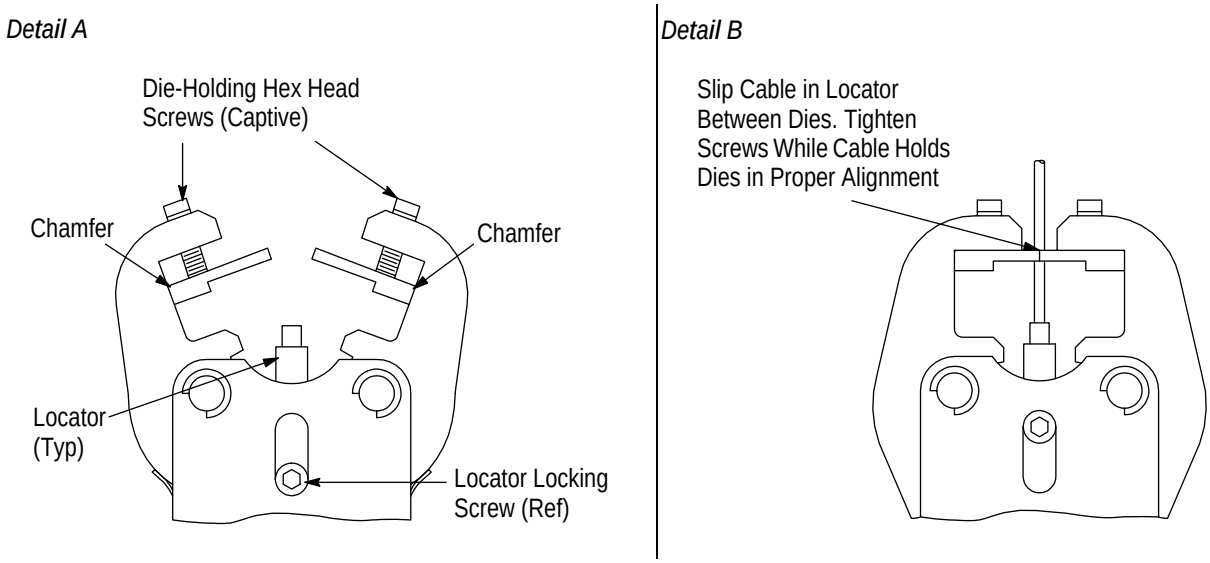

*Figure 7*
## 5. TOOL SETUP (Figure 7)
2. Loosen the locator locking screw, insert the locator into the tool head cavity, making sure that the locator is bottomed in the cavity, then re-tighten the locking screw. Refer to Figure 7, Detail A.
3. Select the proper die set for either RG-402 or RG-405 cable. Position each die on the respective tool jaw and make sure that the chamfer is oriented as shown in Figure 7, Detail A.
5. To align the dies, place the cable inside the locator and squeeze the tool handles to close the tool. Check for even alignment of the dies, as shown in Figure 7, Detail B, then tighten the screws to secure the dies.